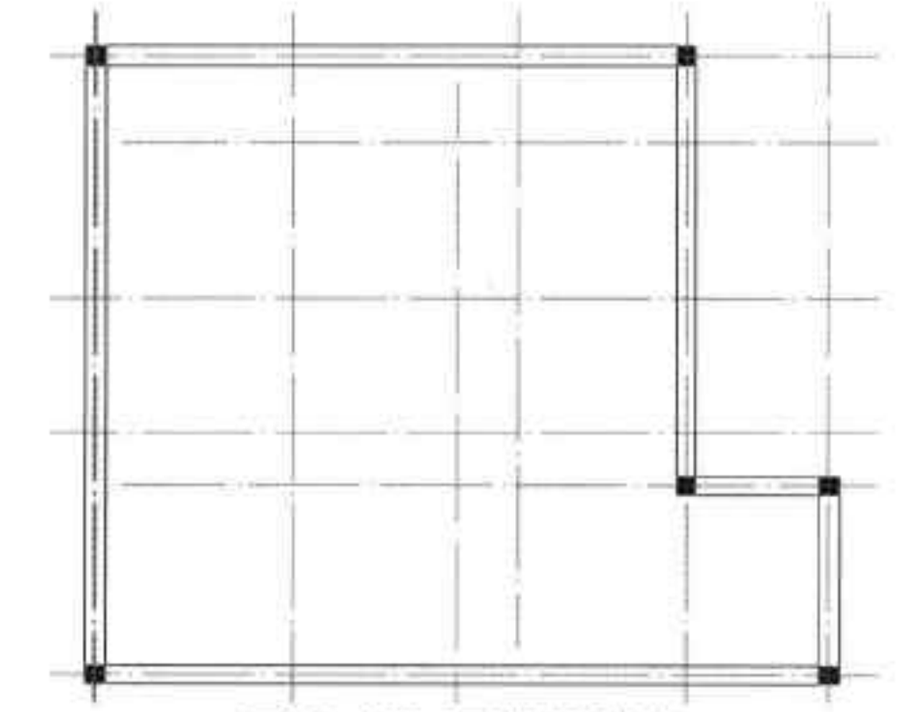

图16-133 更改图层颜色
Step16 设置完成后，选中室内外墙体，再次单击“WALL”图层选项，即可更改墙体图层颜色，如图 16-133 所示。